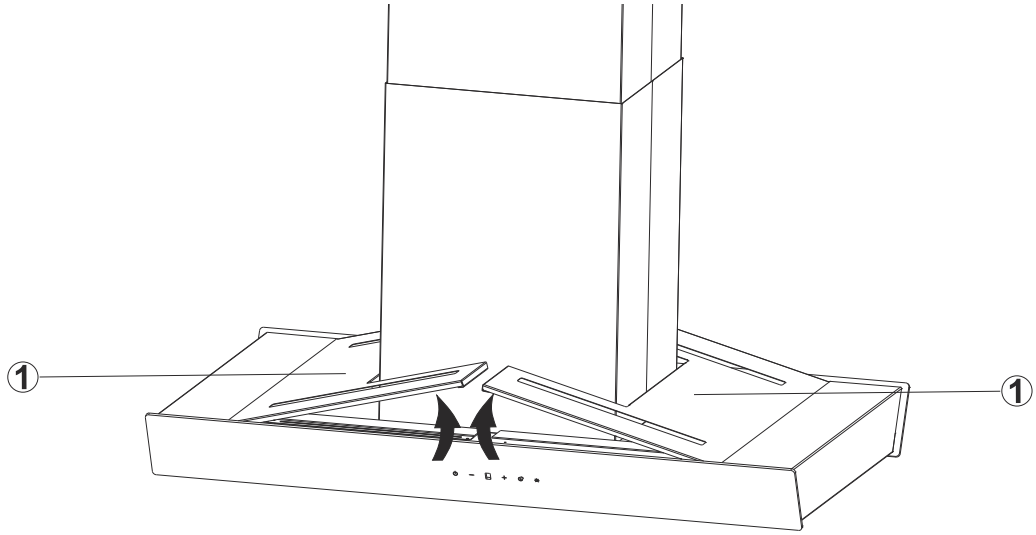

Abb. 21: LED-Modul austauschen
Öffnen Sie den Haubenkörper (Abb. 21).
2. Am Haubenkörper hinten unten ist eine Abdeckung (Abb. 21).